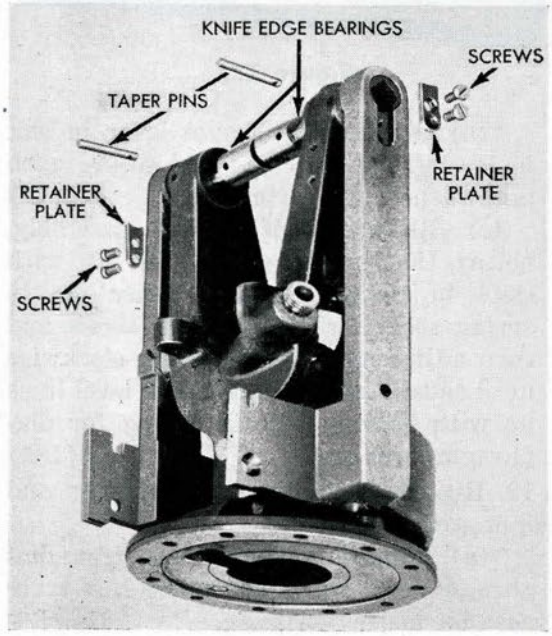

Figure 233
(e) Straighten if necessary; replace knife-edge bearing retainer plates and secure with screws (Fig. 233). (41)